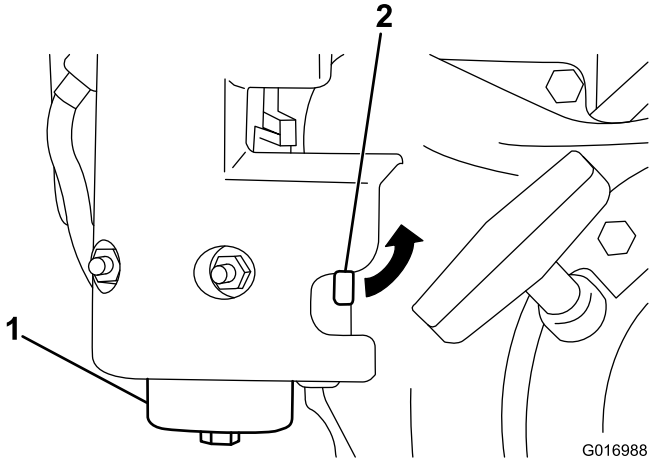

Figur 28
1. Stäng bränslekranen och skruva av skålen från filterstommen (Figur 28).